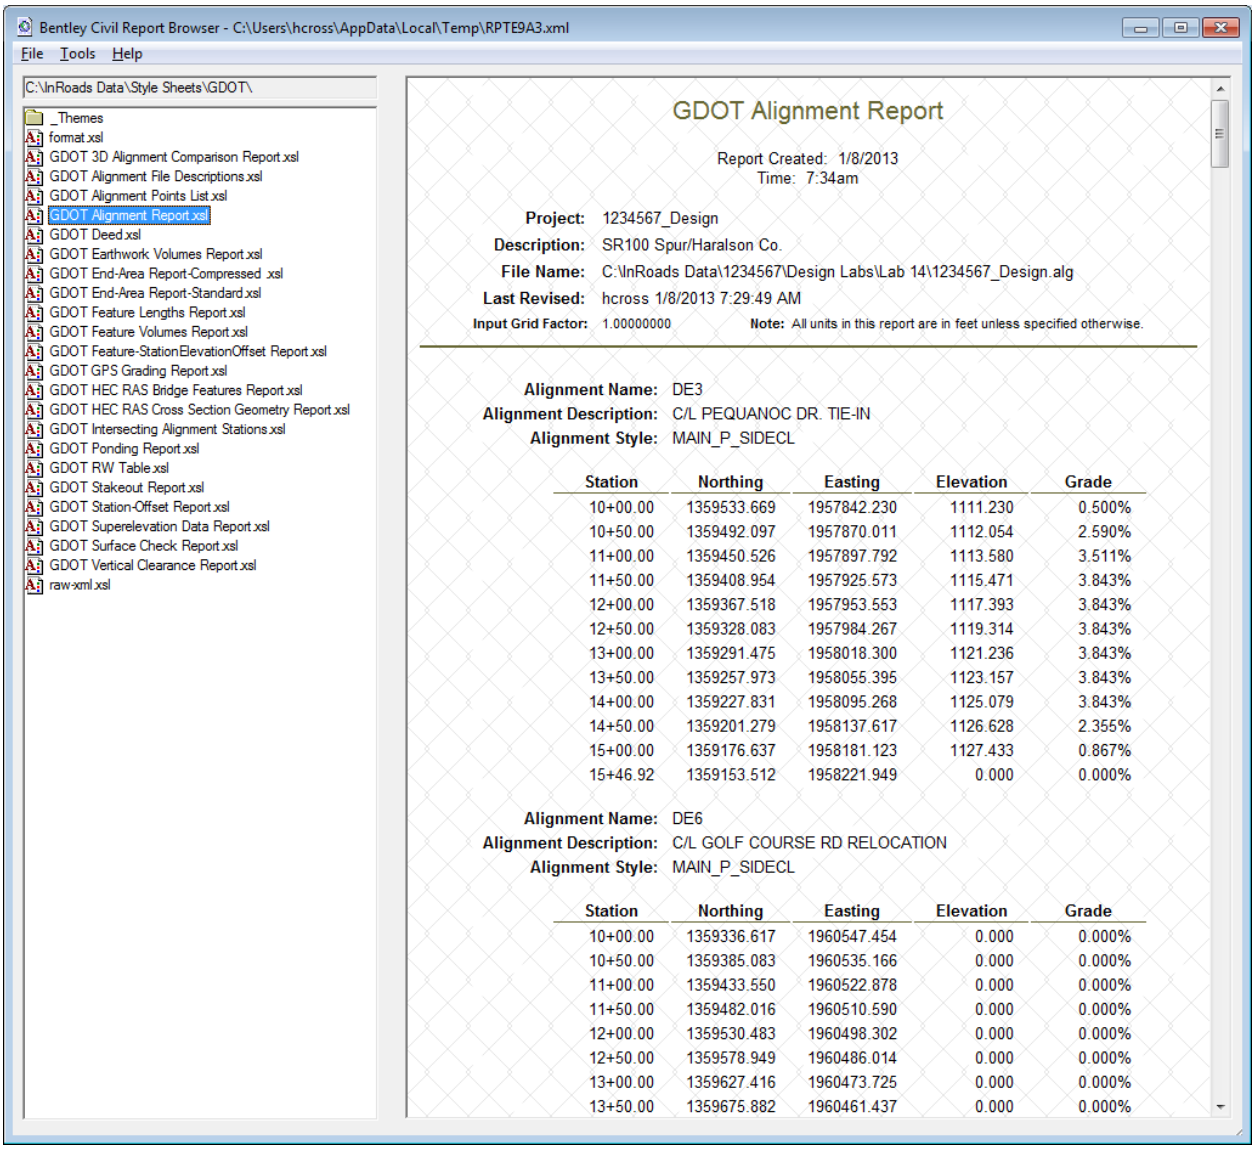

Figure L14-7 Bentley InRoads Report Browser
15.	**View the 'GDOT Alignment Report'.** • In the **Bentley Civil Report Browser**, highlight the style sheet **GDOT Alignment Report.xsl**. The **GDOT Alignment Report** displays as shown in *Figure L14-7*.